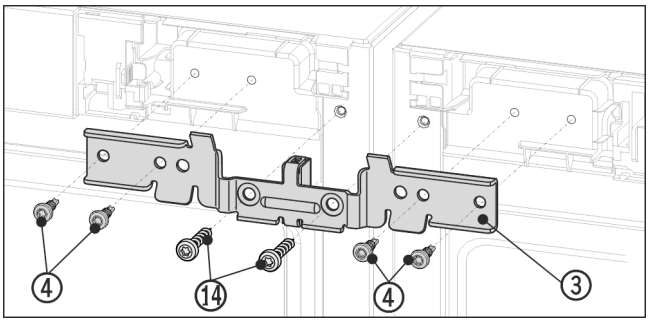

Fig. 13 Reprezentare exemplificativă
▶ Împingeți vinclul *Fig. 13 (3)* cu piesa de distanțare între aparate și pe cepuri. Prindeți vinclul în patru șuruburi *Fig. 13 (4)* și în cele două șuruburi pentru pământare *Fig. 13 (14)* alternant, pe dreapta și stânga fără a strânge.